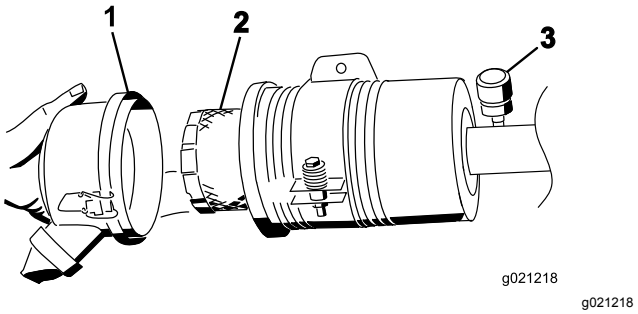

Figur 71
4. Ta bort och byt ut filtret (Figur 71).